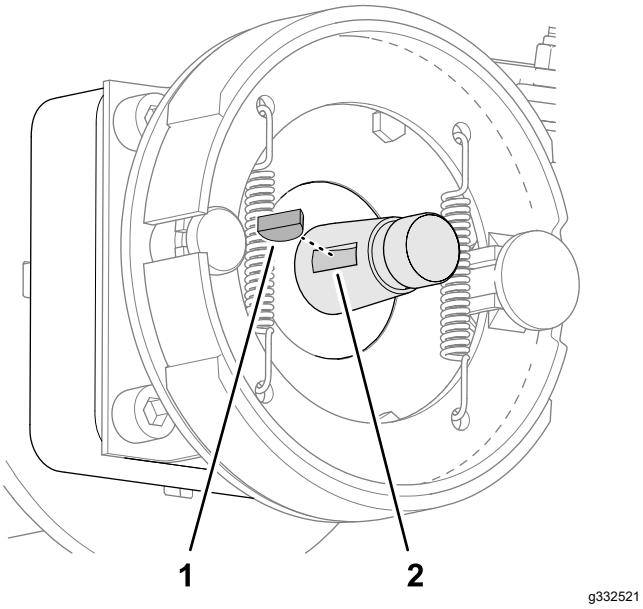

Figur 67
5. Fjern skivekilen fra hjulmotorakselen (Figur 67).